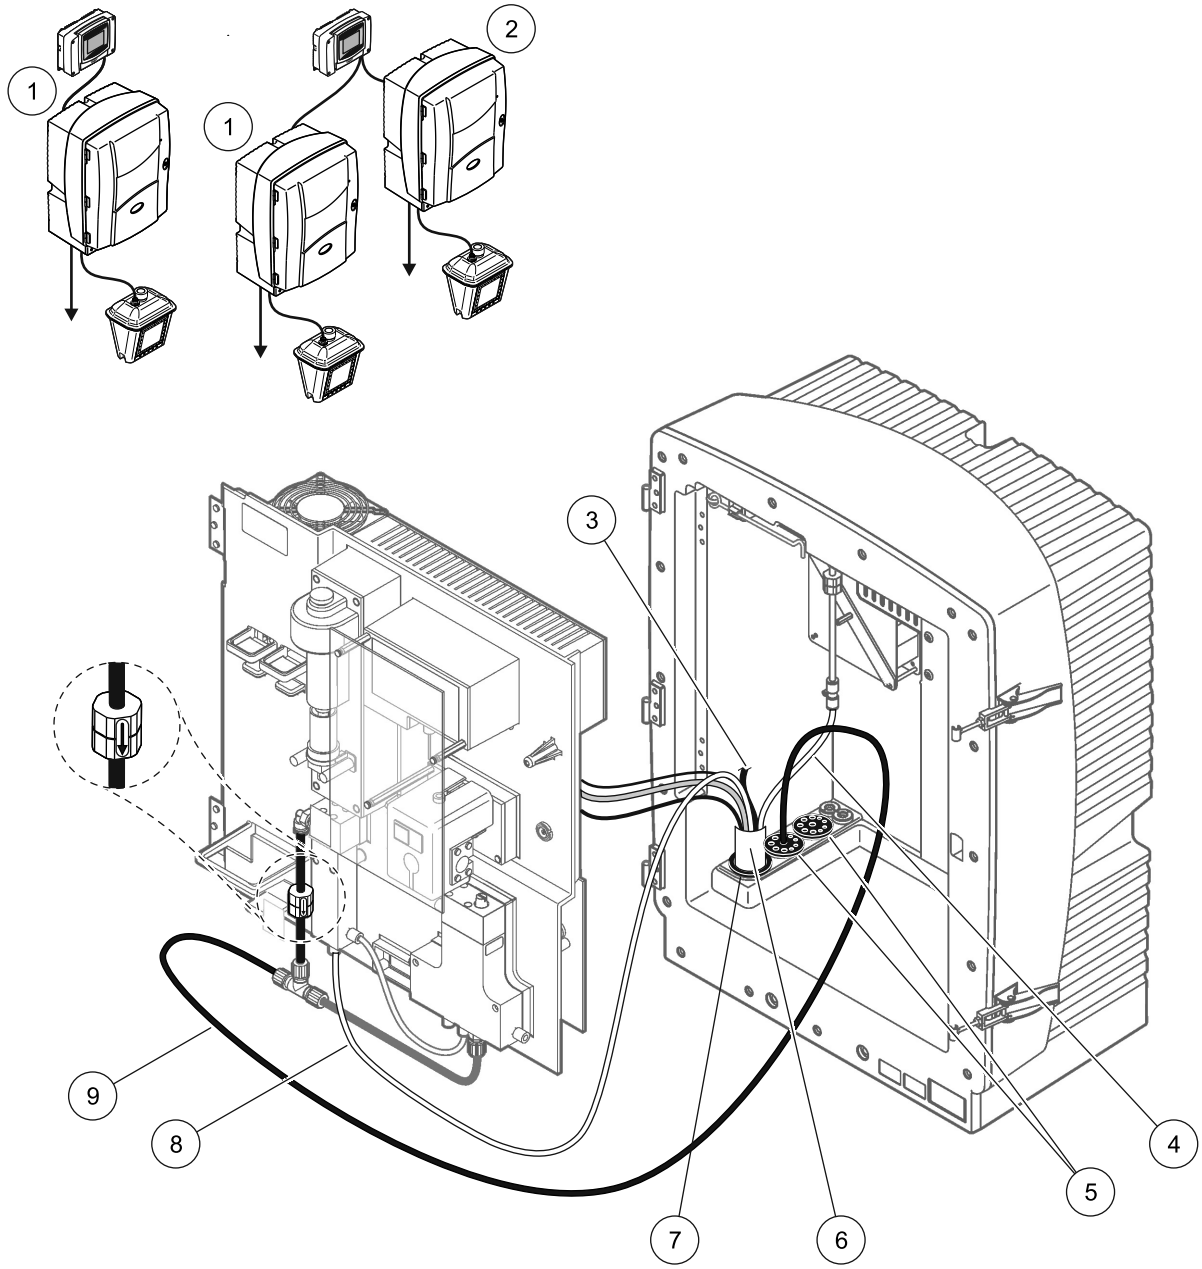

图 33 选项 7 设置
请参考图 33 以及选项 7 的以下说明：
2. 通过分析仪开口引出过滤器探头 sc 软管 （取样管、电缆和排放管）（图 33，项目 6）。使用 2 号密封塞加固。